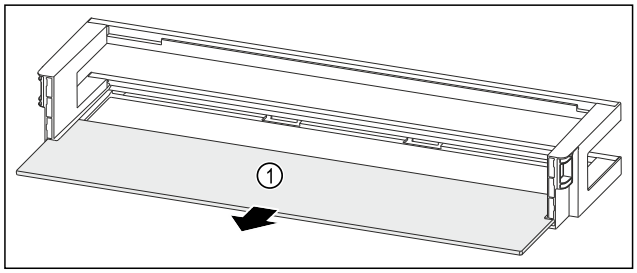

Fig. 173 Deurrek met draagplateau
▶ Draagplateau *Fig. 173 (1)* verwijderen.